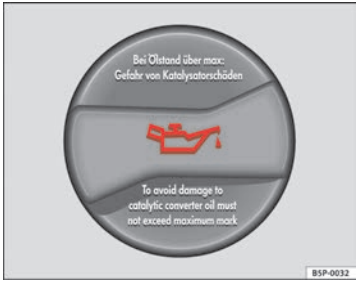

Fig. 146 In the engine compartment: Engine oil filler cap
– Unscrew cap from oil filler opening ⇒ fig. 146..
– As soon as the oil level is in area (B), carefully close the cap.